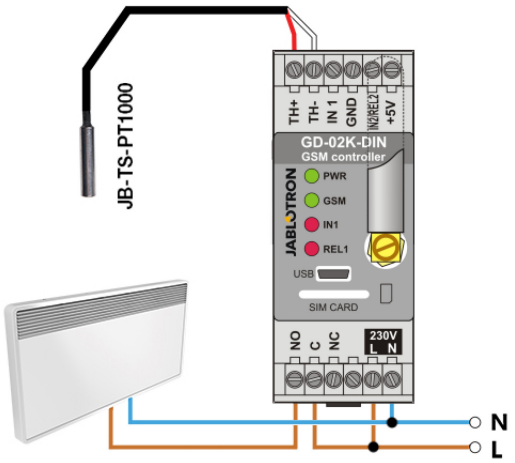

Rysunek 5: Monitoring temperatury i sterowanie grzejnikiem. R – przewód czerwony; W – przewód biały
- W tym trybie urządzenie do sterowania można podłączyć również za pośrednictwem styków wyjścia mocy REL1. (patrz Rysunek 5).